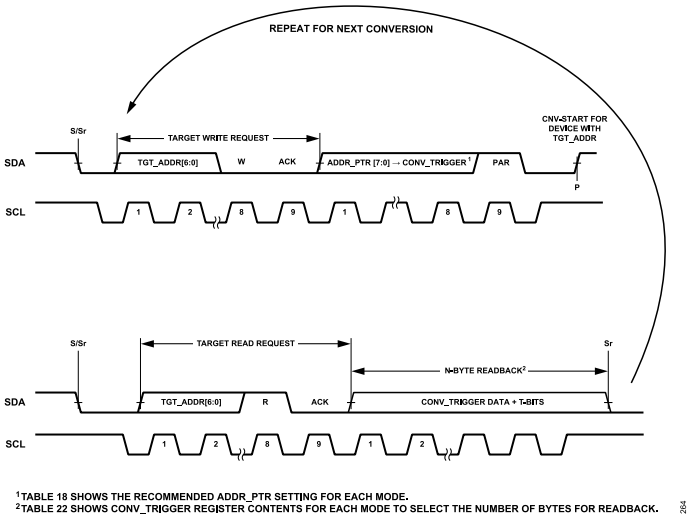

Figure 64. Using CONV_TRIGGER to trigger ADC conversions
To trigger an ADC conversion using the CONV_TRIGGER register, perform an I3C write to the target device, and update the ADDR_PTR to point to any of the register addresses of CONV_TRIGGER (0x56 to 0x59). The convert-start trigger occurs on the SDA rising edge of the stop (P) as shown in Figure 64. In sample mode, the convert-start trigger results in a single conversion. In burst averaging mode, the convert-start trigger results in a burst of multiple conversions which are used to generate a single averaged result (see the Modes of Operation section).